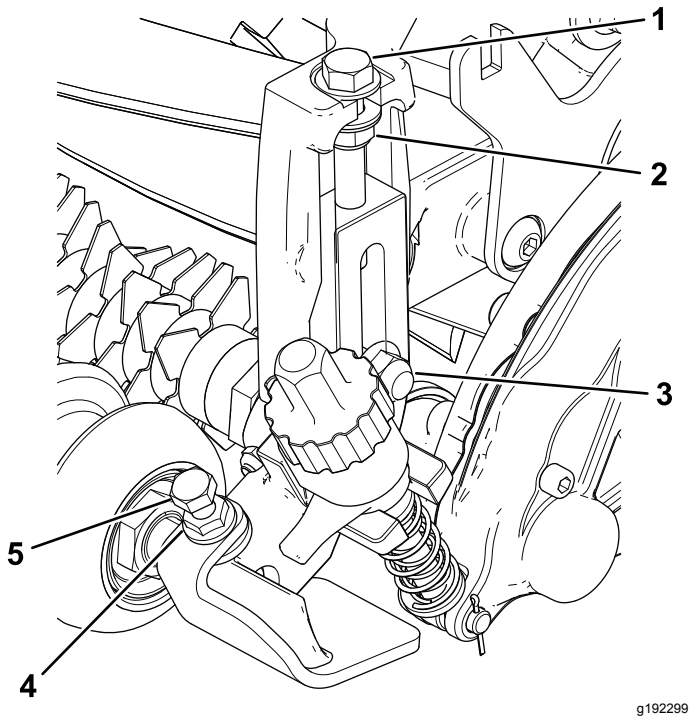

Rysunek 13
4. Dokręć śruby zamkowe i nakrętki zabezpieczające mocujące zespoły wsporników wysokości cięcia do płyt bocznych (Rysunek 13).
5. Dokręć nakrętkę zabezpieczającą na śrubie regulatora wysokości cięcia, a następnie poluzuj nakrętkę o 1/2 obrotu (Rysunek 13).
6. Wyśrodkuj przednią rolkę między zespołami wsporników wysokości cięcia i zamocuj w swoim miejscu za pomocą śrub niewypadających i nakrętek kołnierzowych (Rysunek 13).